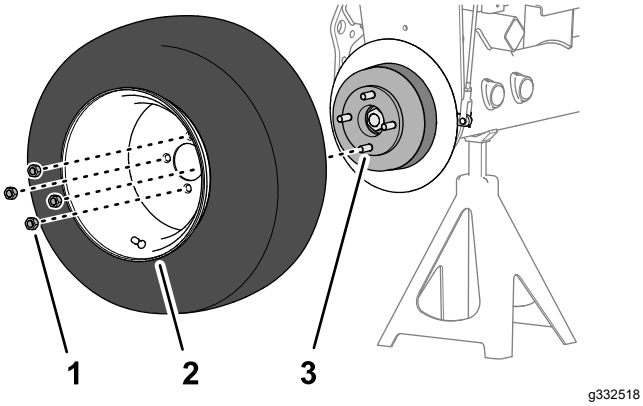

Figur 74
1. Ta bort de fyra hjulmuttrarna som fäster framhjulet till navet och ta bort hjulet (Figur 74).